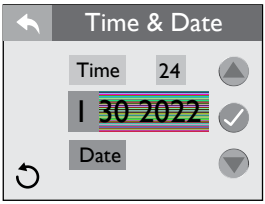

Figure 12.9d
1. Tap Date to program the date, Figure 12.9d.